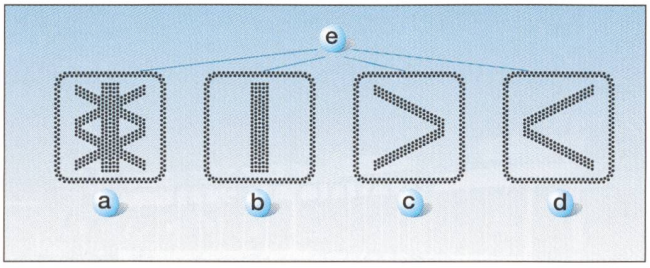

Bild 3 Segmente und Begriffe des Signals
- Eine klare Signalisation ist nötig: Der implizite Stellbefehl wird dauernd ausgesendet. Die Empfangsantenne darf deshalb erst befahren werden, wenn die Weiche freigefahren und in der Grundstellung ist: Dies wird dem Fahrer bzw. der Fahrerin mit dem neuen Mehrbegriffssignal angezeigt (Bild 3).
Zur Anzeige der Lage und des Verschlusses wird ein Mehrbegriffssignal verwendet (Bild 3). Softwaregesteuerte Matrixanzeigen erfüllen die Sicherheitsanforderung der AK5 nicht, da der dargestellte Begriff nicht überprüft werden kann. Da sich LED jedoch sehr gut für eine solche Anzeige eignen, wurde eine Lösung gesucht, bei der LED wie Glühlampen überprüfbar angesteuert werden. Wegen der Überschneidung der Symbole musste auch hier wieder auf Sicherheitsrelais zurückgegriffen werden, um die einzelnen Segmente gesichert ein- bzw. auszuschalten. Auf Wunsch des Kunden wird die Helligkeit der LED über einen grossen Bereich (rund 100:1) der Umgebungshelligkeit angepasst.